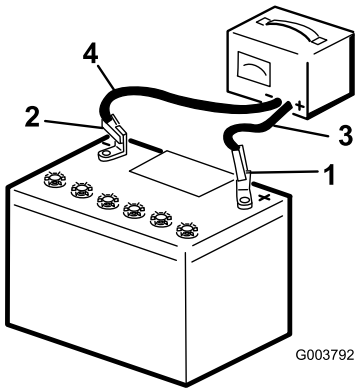

Figure 5
3. Connectez un chargeur à la batterie (Figure 5) et chargez la batterie au régime de à 6 à 10 ampères pendant une heure au minimum. Ne chargez pas la batterie excessivement.
4. Quand la batterie est chargée au maximum, débranchez le chargeur de la prise, puis débranchez les fils du chargeur des bornes de la batterie (Figure 5).